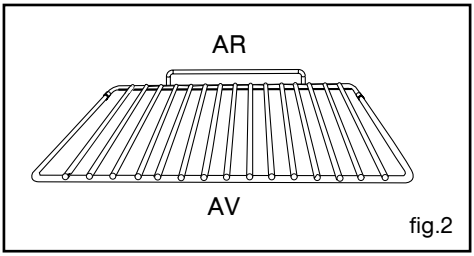

fig.2
• Grille sécurité anti-basculement fig.2